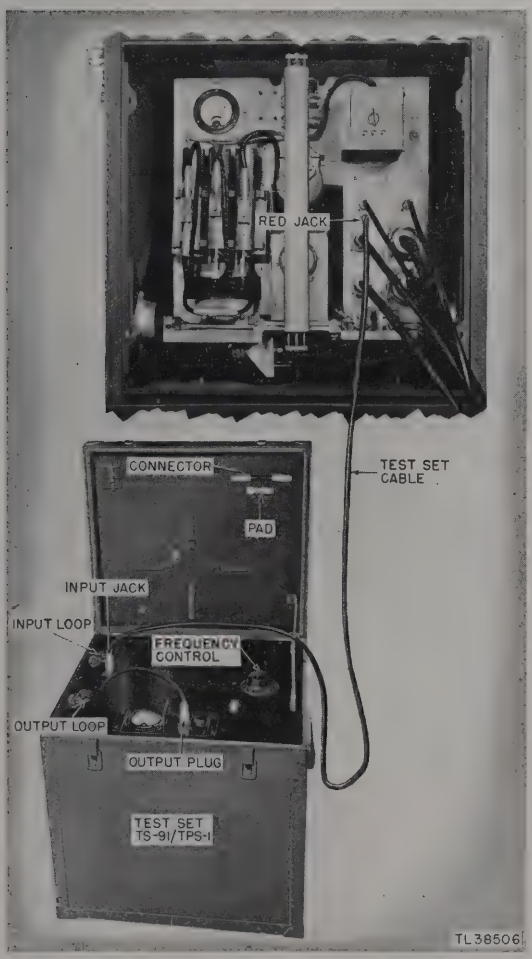

Figure 70. Echo box connections for frequency and power measurements and T-R box adjustment.
(1) Set the INPUT LOOP knob of the echo box to position 5 on the scale.
(2) Connect the INPUT JACK on the echo box to the probe jack (red) on the r-f unit (fig. 70), using the cable stored in the cover of the echo box.